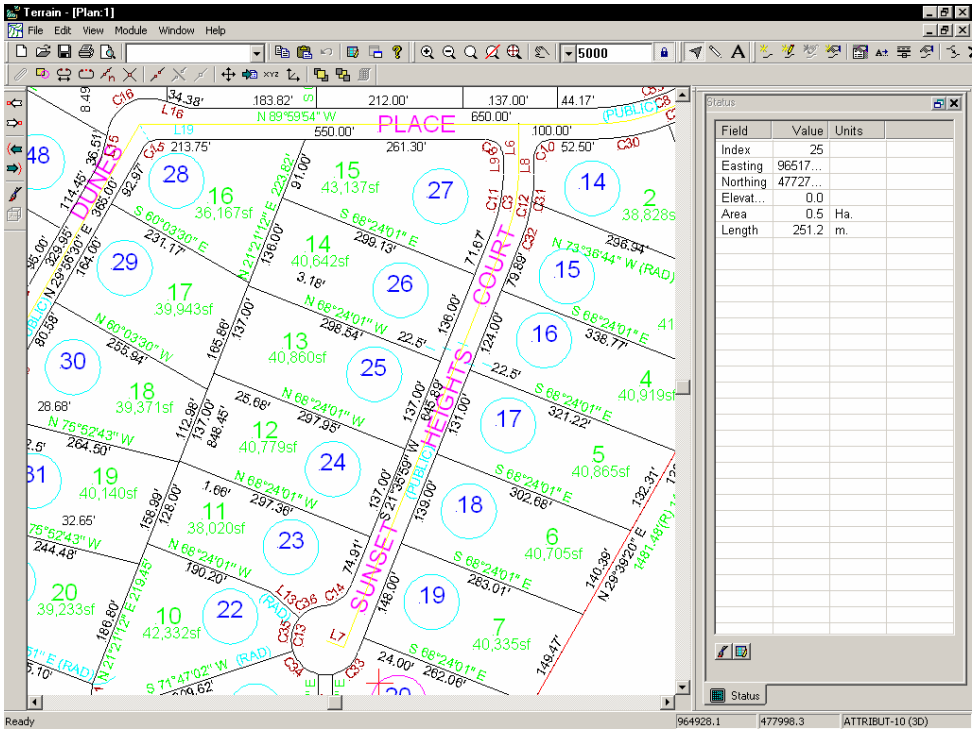

Figure 5.1: Imported DXF File
5. Zoom in with the Magnify button to examine the details of the legal plans as shown in Figure 5.1.